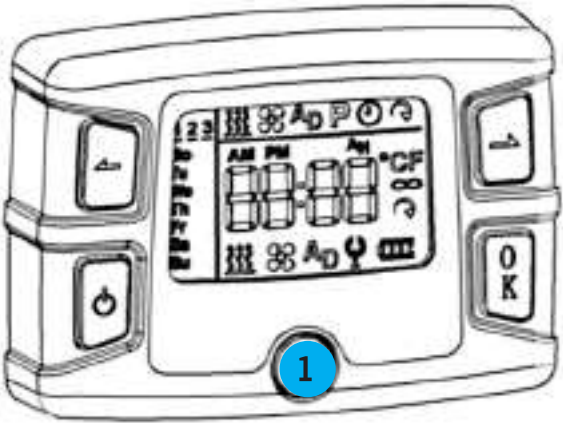

Fig. 43
Retirez le bouton Fig. 43 (1), pour fixer le contrôleur avec une vis.